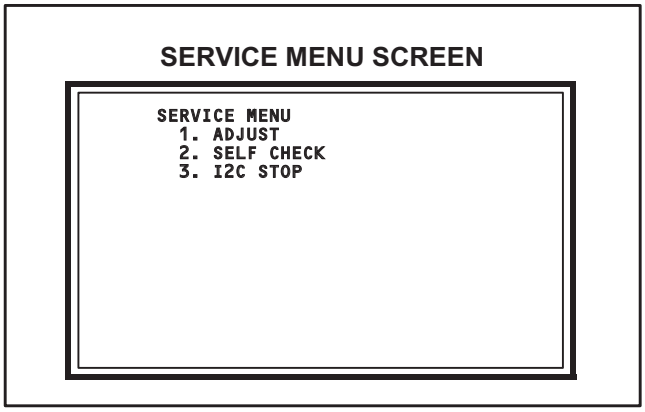

Fig.1
(1) Set to 0 minutes using the **[SLEEP TIMER]** key.
(2) Press the **[VIDEO STATUS]** key and **[DISPLAY]** key simultaneously, then enter the SERVICE MODE (Fig.1)